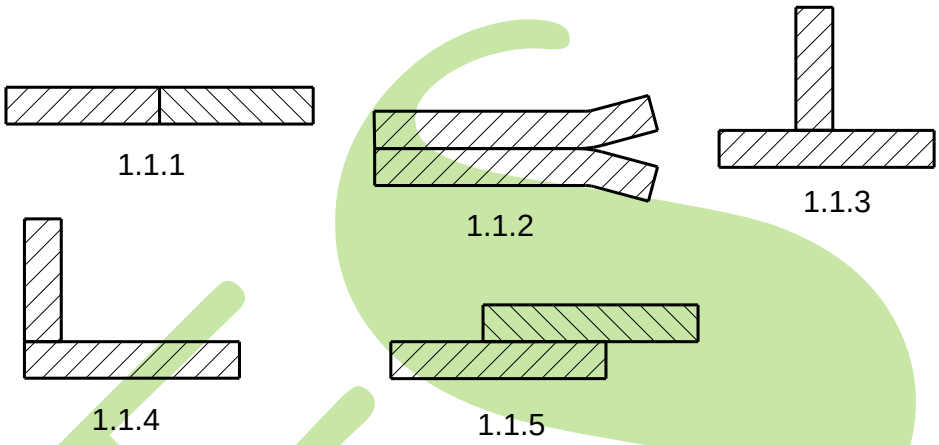

FIGURE 1 (5)
1.1 Name the types of welded joints shown in FIGURE 1. Write only the answer next to the question numbers (1.1.1 – 1.1.5) on the DRAWING SHEET.